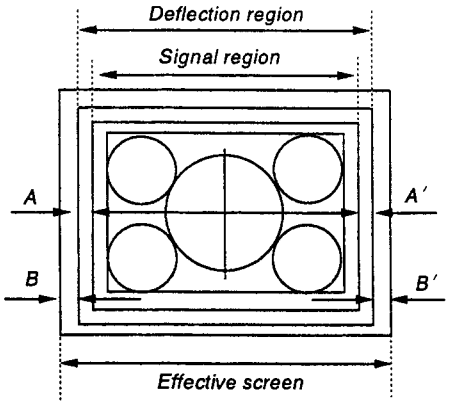

Fig. 3 A=A' B=B'
7. Adjust 60 VIDEO PHASE so that the signal region comes to the center (A=A') of the deflection region. (Fig. 3)